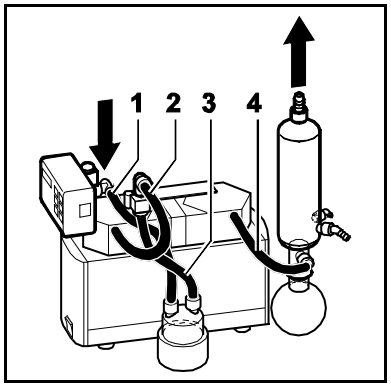

Abb. 17: Verschlauchung System SC
4	Schläuche (siehe Abb. 17) ▪ Resistent gegenüber dem genutzten Medium ▪ Innendurchmesser 10 mm ▪ Längen: (**1,4**) ca. 220 mm, (**2**) ca. 300 mm, (**3**) ca. 150 mm
5. System verschlauchen (siehe Abb. 17).